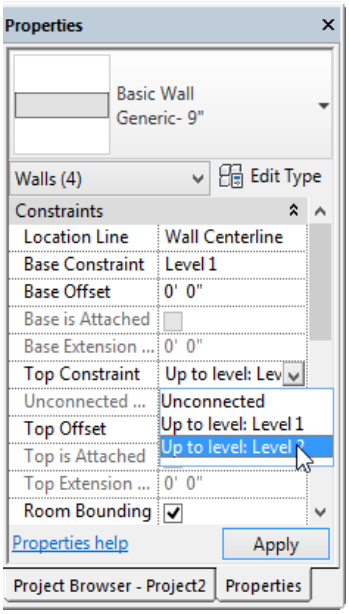

Figure 3-58 *Setting the* ***Top Constraint*** *parameter using the* ***Properties*** *palette*
f. Invoke the **Rectangle** tool and then sketch the exterior walls based on the given parameters, refer to Figures 3-58 through 3-63.
1. In the **Properties** palette, ensure that the **Location Line** parameter has **Wall Centerline** as the default value. Click in the value field of the **Top Constraint** instance parameter; a drop-down list is displayed. Select **Up to Level: Level 2** from the drop-down list displayed, as shown in Figure 3-58 and choose the **Apply** button.